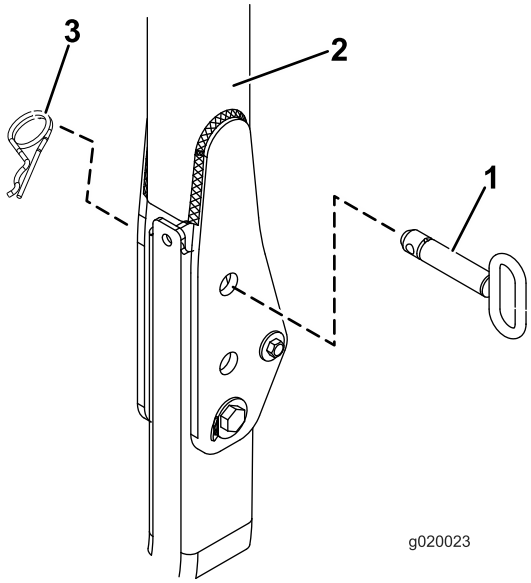

Figuur 18
2. Ga voor modellen 03820 en 03821 naar stap 7. Voor alle andere modellen: zet de rolbeugel overeind en verwijder de haarspeldveren en de 2 pennen (Figuur 18).